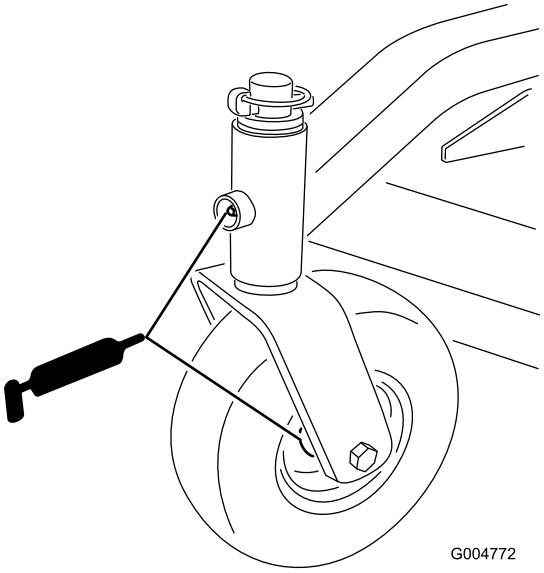

Figur 21
1. Smörj lagren i de främre svänghjulen och de främre hjulsvängarmarna (Figur 21).
4. Ta bort bakhjulets smörjkåpa. Smörj bakhjulslagret (Figur 21).